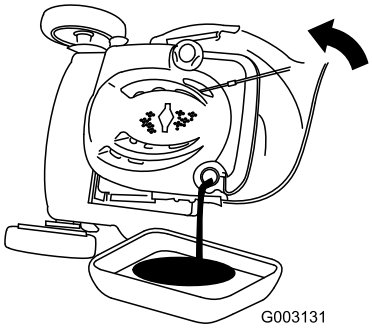

Figura 35
3. Ponga el cortacésped de lado (con el filtro de aire hacia arriba) para drenar el aceite usado a través del tubo de llenado de aceite (Figura 35).